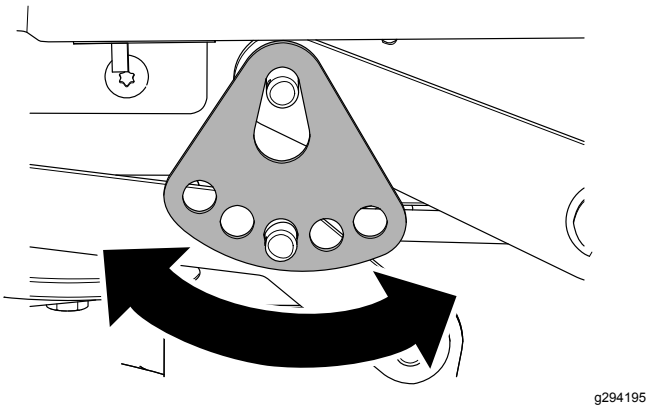

Figur 67
7. Drej klippehøjdepladen hen til et andet hul, så den understøtter plæneklipperskjoldets vægt, når du har installeret pladen (Figur 67).
8. Sæt spændeskiven og låseclipsen på igen (Figur 67).